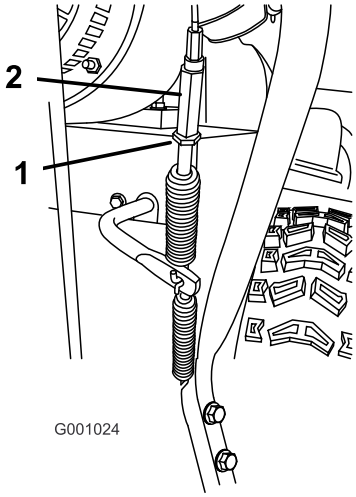

Figure 37
1. Desserrez l'écrou de blocage (Figure 37).
2. Desserrez ou serrez le tendeur de réglage du câble (Figure 37).